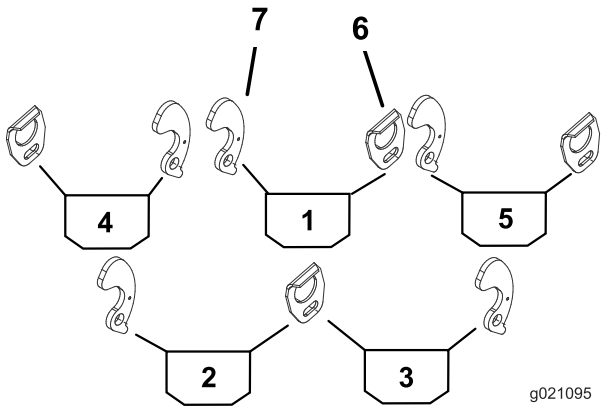
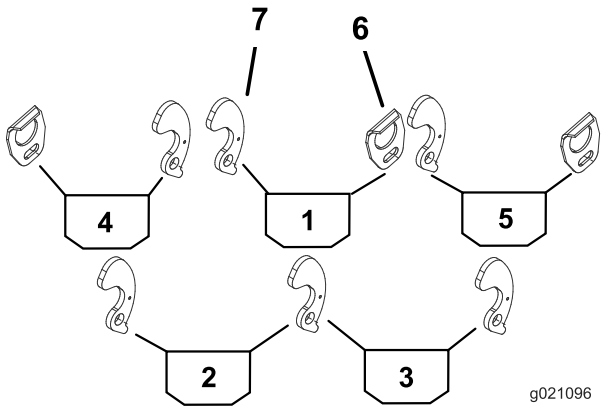

Figure 1
Figure 2
2. Reportez-vous à la Figure 1 et la Figure 2 pour déterminer l'emplacement de montage des guides de bac ou des verrous à came sur les bâtis porteurs des plateaux de coupe.
3. Montez un guide de bac du côté approprié du bâti porteur de chaque plateau de coupe (Figure 1), en utilisant un boulon (5/16 x 1/2 po) et une rondelle plate (0,344 x 0,875).